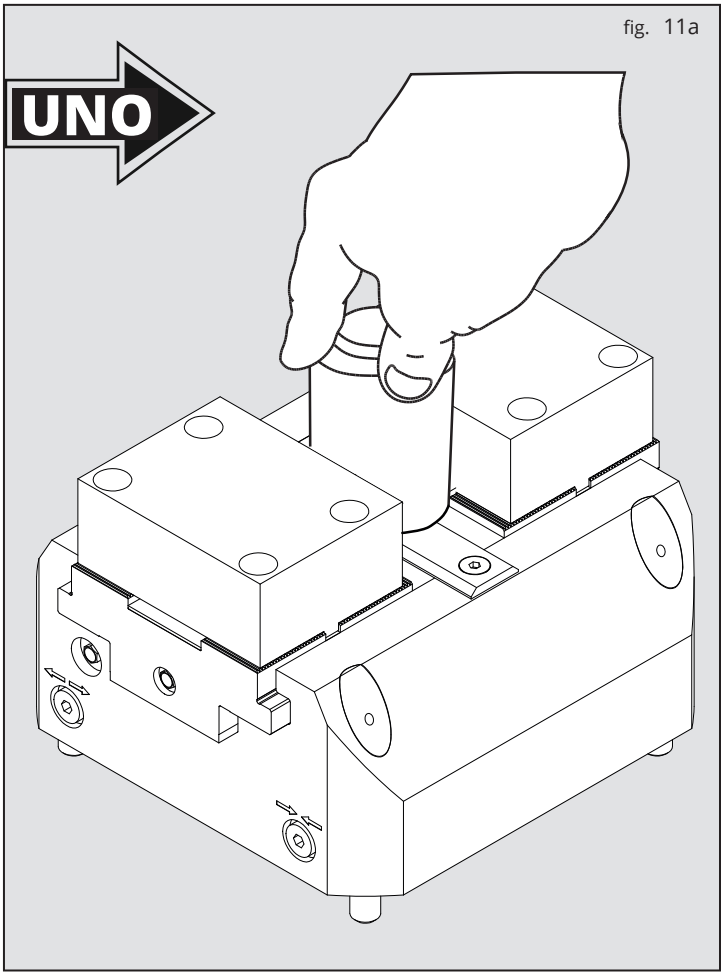

fig. 11a
3.4.1 El componente permanece en la posición correcta (fig.11a): (típica del dispositivo portapiezas estático montado con eje vertical)